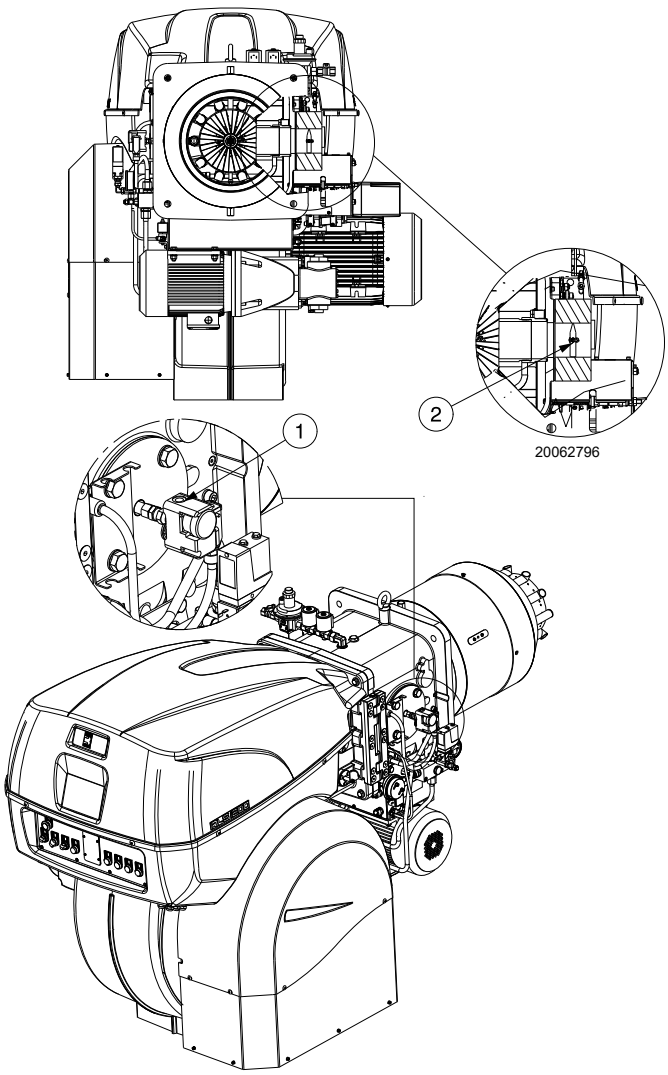

Fig. 24
Presión del gas en la toma 1)(Fig. 24 en la pág. 24), con:
Pérdida de carga válvula de mariposa del gas 2)(Fig. 24 en la pág. 24) con abertura máxima: 90°.
– restar a la presión del gas en la toma 1)(Fig. 24) la presión de la cámara de combustión.
Presión del gas en la toma 1)(Fig. 24) = 44,2 mbar
Para conocer la presión del gas necesaria en la toma 1)(Fig. 24), fijada la potencia máxima de modulación a la cual se desea que funcione el quemador:
– Leer a la derecha, columna 1, la presión en la toma 1)(Fig. 24).
presión necesaria para la toma 1)(Fig. 24).